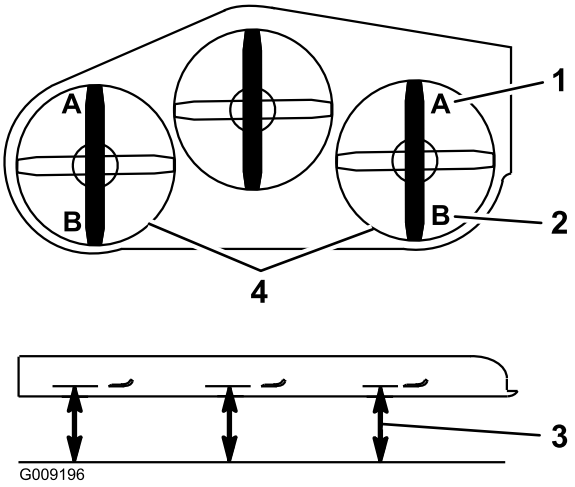

Figuur 88
Opmerking: De afstand moet 7,6 cm bedragen, zie (Figuur 88).
15. Meet aan beide zijden van het maaidek vanaf het horizontale oppervlak tot de achterste punt van het maaimes (punt B). De afstand moet 8,3 cm bedragen, zie (Figuur 88).